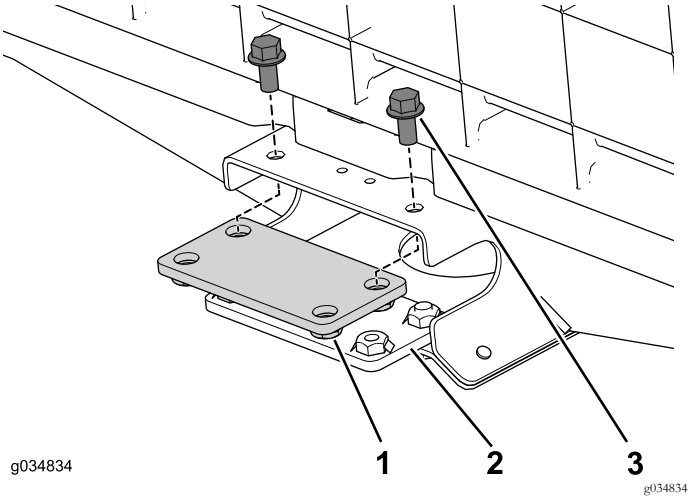

Figura 69
1. Utilice los 4 pernos con arandela prensada (3/8" x ¾") para sujetar provisionalmente las placas de unión superior e inferior al perfil central de la sección delantera (Figura 69).